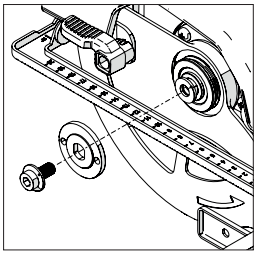

Fig. 4
- À l'aide de la clé hexagonale, desserrez et retirez la vis à tête creuse de l'arbre, les fixations associées et la flasque d'entrainement extérieure de la lame. **(Fig. 4)**